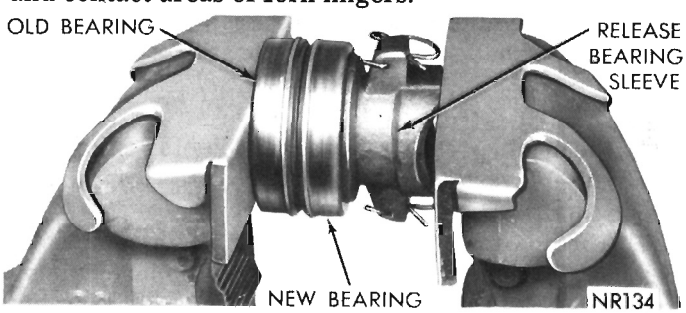

Fig. 16—Replacing Clutch Release Bearing
(1) Position new bearing on sleeve and place old bearing against face of new bearing.
(2) Support parts in a vise and carefully press new bearing on sleeve (Fig. 16). **Make certain bearing is seated on shoulder of bearing sleeve. Rotate bearings as they are pressed together.**